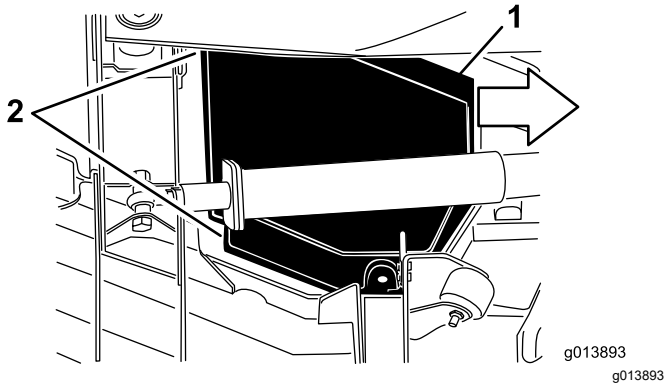

Figuur 78
5. Schuif tijdens het heffen de kap ongeveer 2,5 cm in de richting van de tractie-eenheid, om de buitenrand van de kap los te maken van het maaidek (Figuur 78).